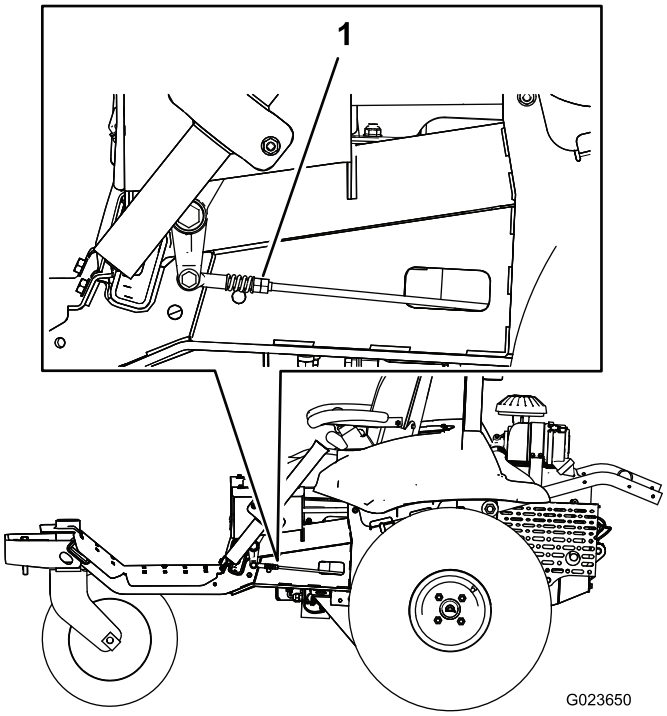

Figuur 62
7. Draai aan de ene kant van de machine traag aan de dubbele moeren van de verbinding (Figuur 62) tot het wiel aan die zijde gaat draaien. Draai de dubbele moeren vervolgens in de andere richting tot het wiel in de andere richting gaat draaien.